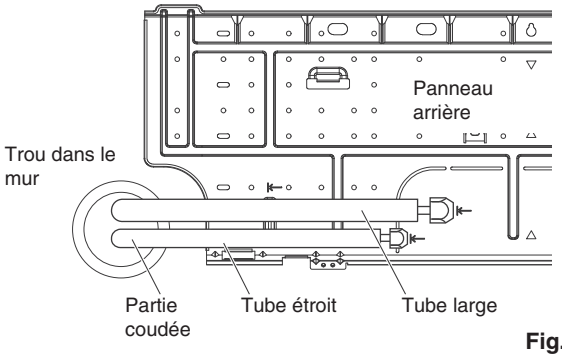

Fig. 3-28
(1) Acheminer la tuyauterie et le tuyau de vidange par le mur en laissant une longueur suffisante pour la connexion. Plier ensuite la tuyauterie à l'aide de la cintreuse à tubes pour effectuer la connexion. (Fig. 3-28)
(2) Permuter le tuyau de vidange et le capuchon de vidange.